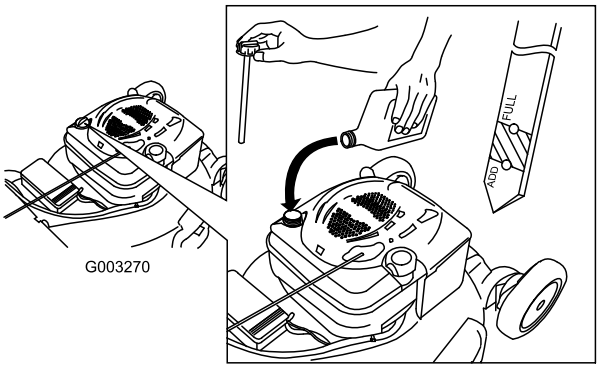

Figur 12
2. Fjern peilestaven (Figur 12).
5. Ta ut peilestaven, og kontroller oljenivået. Se Figur 12.